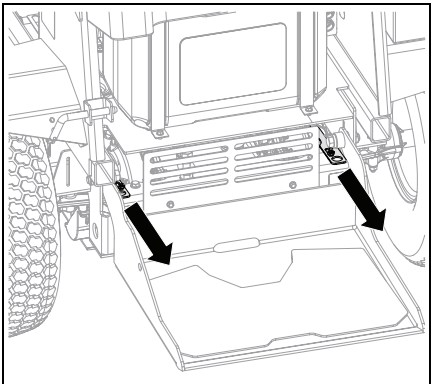

Figure 14
4. Pull both transaxle bypass levers out into bypass position. See Figure 14.